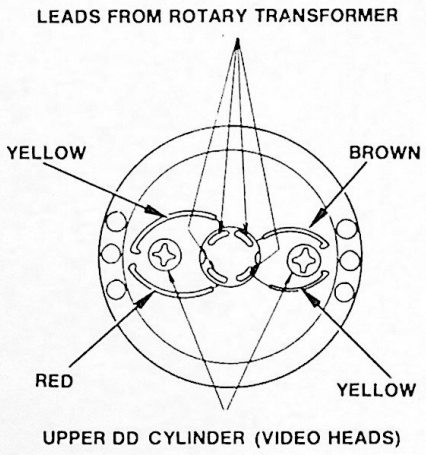

Figure 8. Upper Cylinder Removal
1. Unsolder the four (4) leads as shown in Figure 8 — wires are color coded to match leads from rotary transformer which is part of the D-D cylinder.